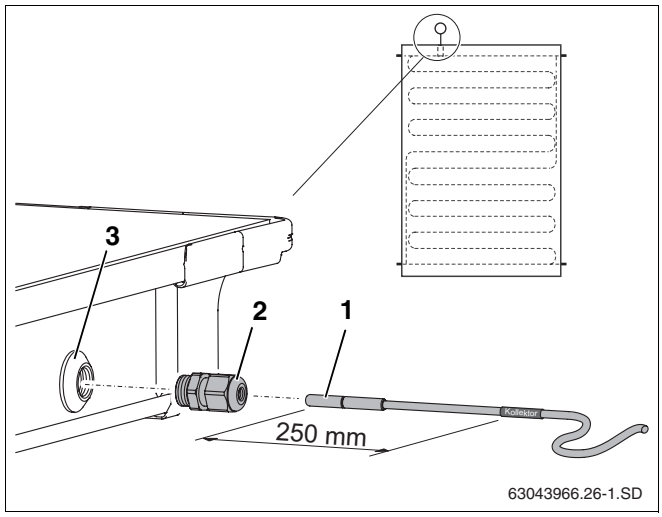

Abb. 32 Kollektorfühler in den Kollektor schieben
Für die einwandfreie Funktionstüchtigkeit der Solaranlage ist es notwendig, dass der Kollektorfühler (Abb. 32, **Pos. 1**) bis zum Anschlag (entspricht ca. 250 mm) in das Fühlerleitrohr eingeschoben wird.
- Mit dem Kollektorfühler oder Schraubendreher die Dichtungsschicht der Fühlerdurchführung (Abb. 32, **Pos. 3**) durchstoßen.
- Klemmverschraubung (Abb. 32, **Pos. 2**) in Fühlerdurchführung eindrehen.
- Klemmverschraubung (Abb. 32, **Pos. 2**) festziehen, ggf. gegenhalten.
Haben Sie die Fühlerdurchführung (Abb. 32, **Pos. 3**) eines falschen Kollektors durchstoßen, ist diese mit dem Stopfen aus dem Anschlusssatz abzudichten. Zuvor müssen Sie mit Hilfe der Kabelverschraubung (Abb. 32, **Pos. 2**) die in der Fühlerdurchführung befindliche Mutter entfernen.